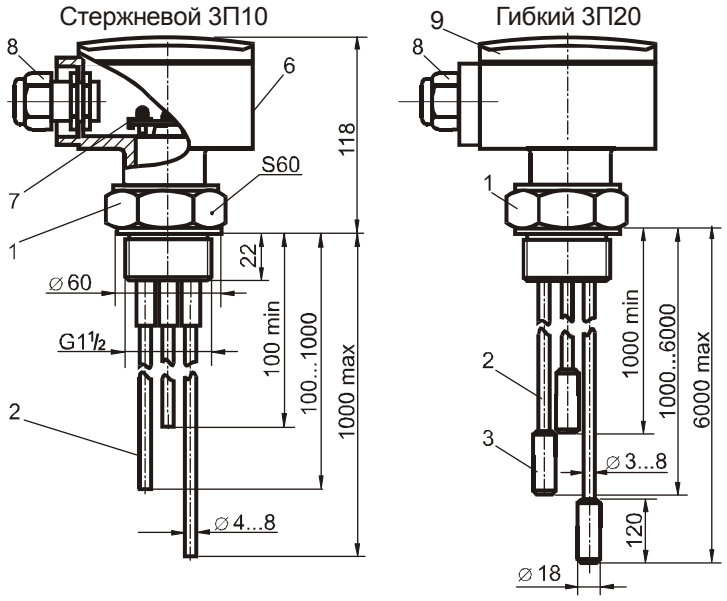

Рисунок 2 – Датчики трехэлектродные, внешний вид и габаритные размеры
1.3.2 У трехэлектродного датчика (рисунок 2) на штуцере 1, закреплен корпус 6 с клеммным блоком 7 для подключения кабеля и кабельным вводом 8.